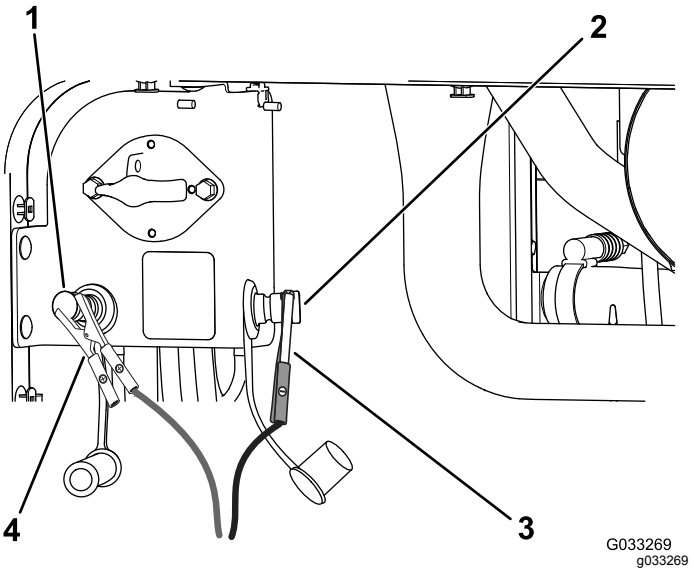

Bild 105
4. Schließen Sie das Pluskabel des Batterieladegeräts am positiven Starthilfepol an (Bild 105).
5. Schließen Sie das Minuskabel des Batterieladegeräts am negativen Starthilfepol der Batterie an (Bild 105).
7. Wenn die Batterie ganz aufgeladen ist, ziehen Sie den Stecker des Ladegeräts aus der Stromquelle. Klemmen Sie dann die Klemmen des Ladegeräts von den Batteriepolen ab (Bild 105).